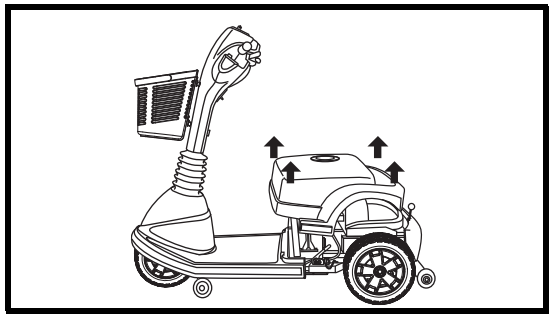

Figure 17. Rear Shroud Removal
3. Gently lift the rear shroud off of the scooter. **See figure 17.**